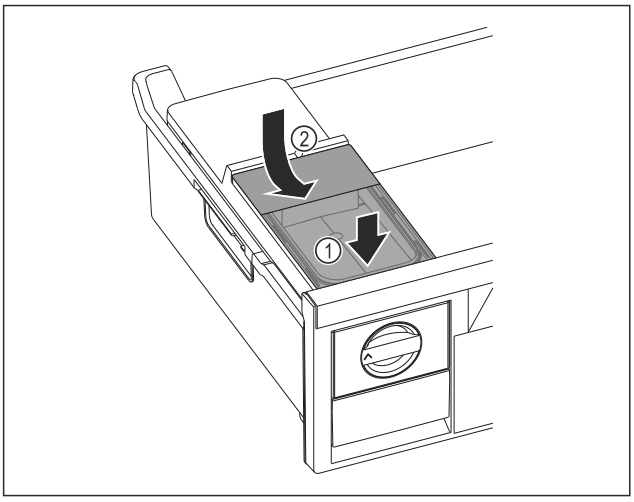

Fig. 104
▶ Position the water tank at the front. *Fig. 104 (1)*
▶ Lower the water tank at the rear. *Fig. 104 (2)*